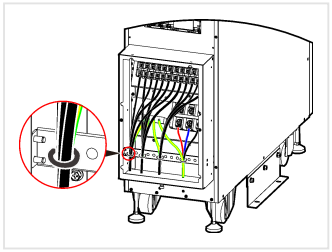

FIGURE 5-5 Step 6 — four bundles on the tie bar
6. Divide the cables into four bundles and tie them to the cable tie bar (Figure 5-5).